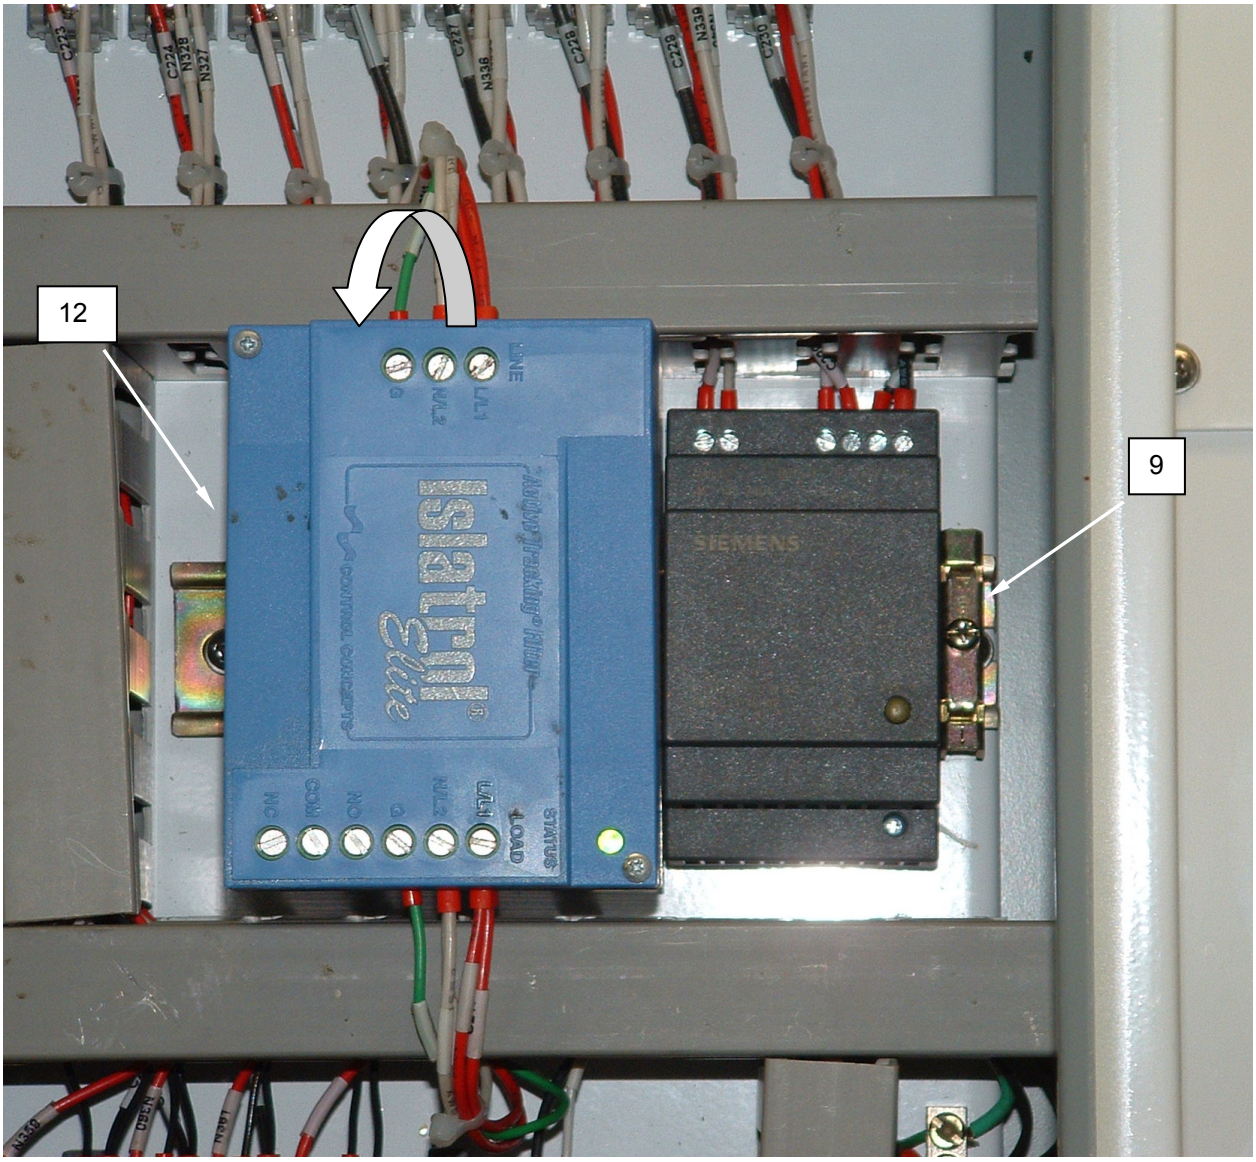

Figure 6. Replace Surge Arrestor.
3. Loosen the screw retaining the clip **(Figure 6, Item 9)** and remove the clip.
4. Tag and disconnect wiring from surge arrestor **(Figure 6, Item 12)**.
5. Remove surge arrestor **(Figure 6, Item 12)** by grasping the surge arrestor and pulling the top of the surge arrestor out while pushing the lower part of the surge arrestor in with the heel of your hand.
6. Install replacement surge arrestor **(Figure 6, Item 12)** by engaging the lower part of the surge arrestor first, and then applying pressure to the top with your hand.
7. Connect wiring to replacement surge arrestor **(Figure 6, Item 12)** as tagged.
8. Install the clip **(Figure 6, Item 9)** and retain with screw.